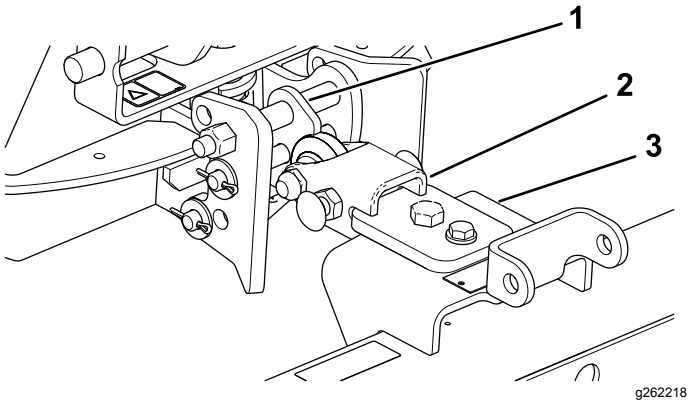

Rysunek 15
1. Zamontuj zespół zaczepu tak, aby strona z klinem była u góry (Rysunek 15).
2. Zamontuj dyszel od góry zespołu wieszaka (Rysunek 15).